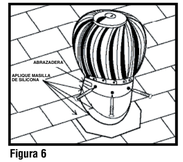

Figura 6
Fijar el cabezal de la turbina… Disponga la turbina con firmeza sobre el collarín base ondulado. Fije usando tres (3) tornillos para lámina de metal (incluidos) a través de los orificios en el anillo de la base de la turbina. Aplique masilla de silicona transparente, cemento para techos o sellador de uretano entre la turbina y la estantería, así como también alrededor de las cabezas de los tornillos para lámina de metal. **(Figura 6)**
Importante: aplique masilla de silicona transparente, cemento para techos o sellador de uretano a los bordes del tapajuntas expuestos y a la unión de la estantería y el tapajuntas, el cordón que une las secciones superior e inferior de la estantería, la unión vertical en las secciones superior e inferior de la estantería y todas las cabezas de clavos expuestas.* **(Figura 6)**